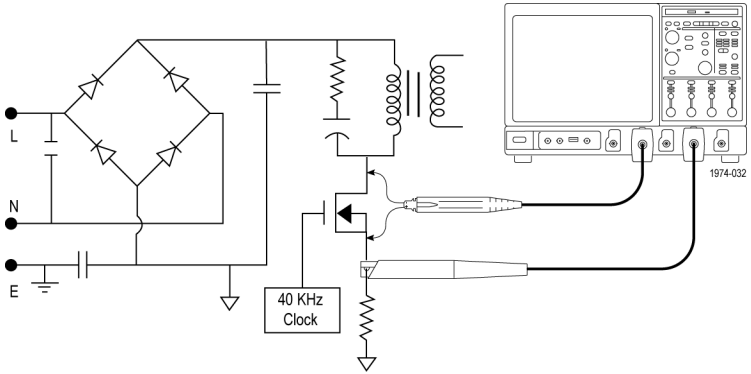

Figure 3: Power supply test points
1. Connect the differential probe across the switching device, and a current probe in series with the device. (See Figure 3.)